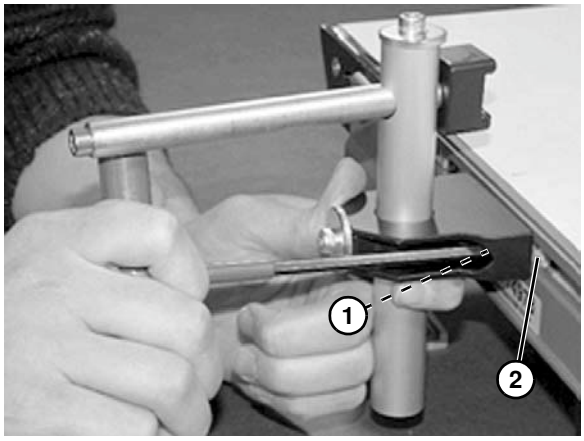

Figure 20
2. Serrer les vis **(Figure 20, élément 1)** en s'assurant que l'écrou en T **(Figure 20, élément 2)** tourne et s'engage dans l'encoche en T.